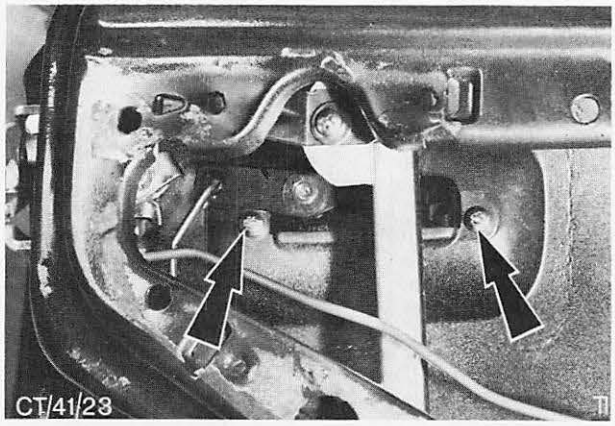

Abb. 37 Befestigungsschrauben – Türaußengriff (hintere Tür)
Befestigungsschrauben – Türaußengriff (2) entfernen, Abb. 37, und Außengriff mit Verbindungsstange komplett aus dem Türschacht herausziehen.